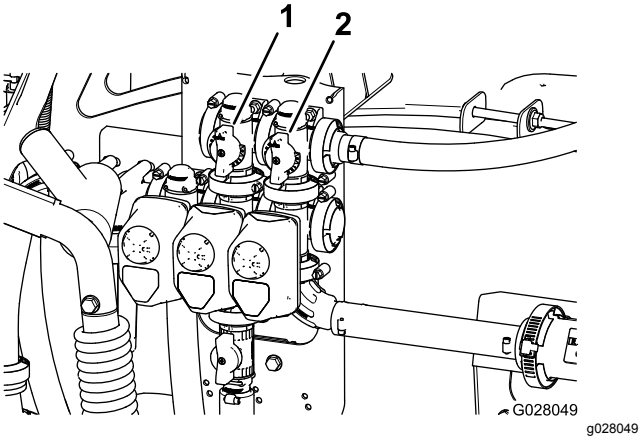

Figuur 31
11. Stel de mengomloopklep (Figuur 31) achteraan de mengklep in tot de drukmeter 6,9 bar aangeeft.
9. Stel de omloophendel van de spuitboomhoofdschakelaar af om te bepalen in welke mate de inhoud van de tank gemengd wordt (Figuur 31).